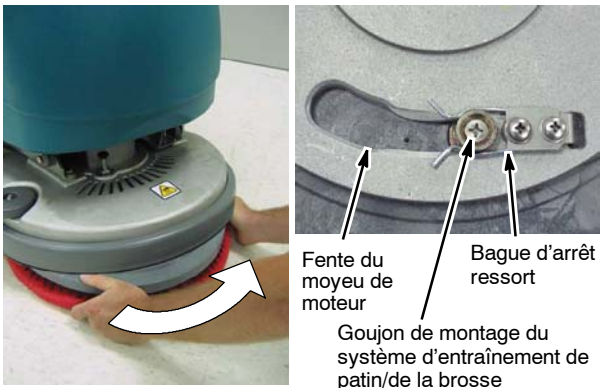

FIG. 11
5. Alignez les goujons de fixation du système d'entraînement du patin/de la brosse dans les fentes du moyeu d'entraînement et effectuez une rotation rapide de l'entraîneur de patin/de la brosse dans le sens contraire des aiguilles d'une montre, afin d'engager le ressort d'attache (Figure 11).